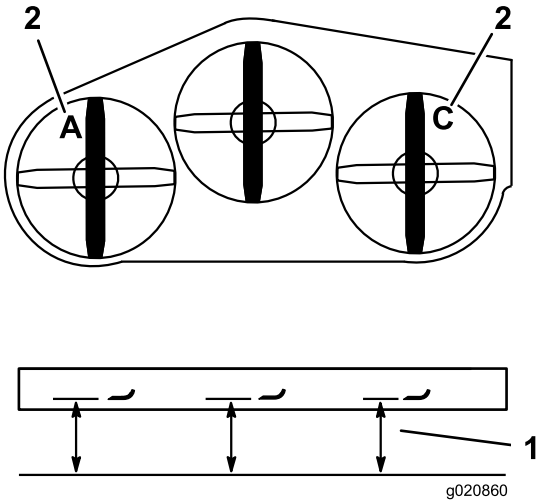

**Figur 86**
3. Mål den venstre kniven ved **A**-plasseringen, fra en jevn overflate til knivveggen på knivspissen, og noter denne målingen (Figur 86).
4. Mål den høyre kniven ved **C**-plasseringen, fra en jevn overflate til knivveggen på knivspissen, og noter denne målingen (Figur 86).
3. Mål den høyre kniven ved **C**-plasseringen, fra en jevn overflate til knivveggen på knivspissen, og noter denne målingen (Figur 86).